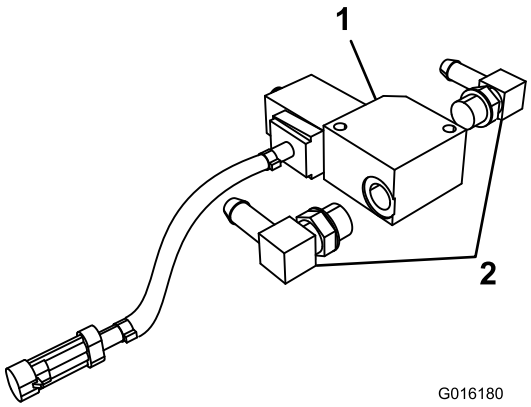

Figur 4
14. Anslut två hydraulkopplingar (90-graders) på framsidan och baksidan av den elektromagnetiska ventilen (Figur 4).